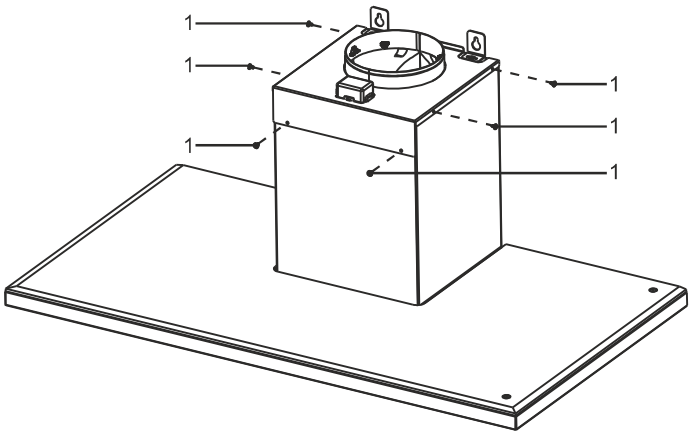

Abbildung 1
Für den Umtausch des Motors, die Schächte demontieren, danach die 6 Schrauben (1) die auf der Motorbox abschrauben (Bild 1) und alle Kabel von der Elektronik lösen.